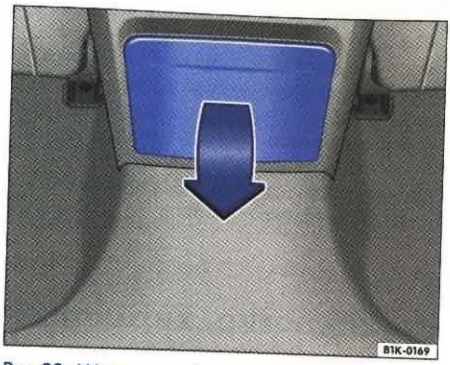

Rys. 83 Wysuwany uchwyt pojemnika do napoju w konsoli środkowej z tyłu
– Aby *otworzyć* uchwyt pojemnika do napoju, należy odchylić pokrywę ⇒ rys. 83 w kierunku strzałki, w dół.